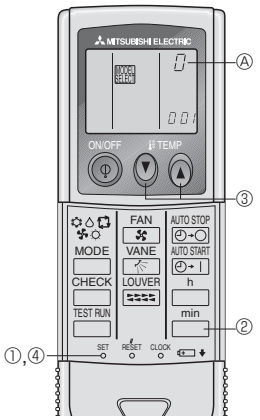

Fig. 6-9
3) Opération de réglage de numéro pair pour la télécommande sans fil infrarouge (Fig. 6-9)
① Appuyer sur le bouton SET à l'aide d'un objet pointu.